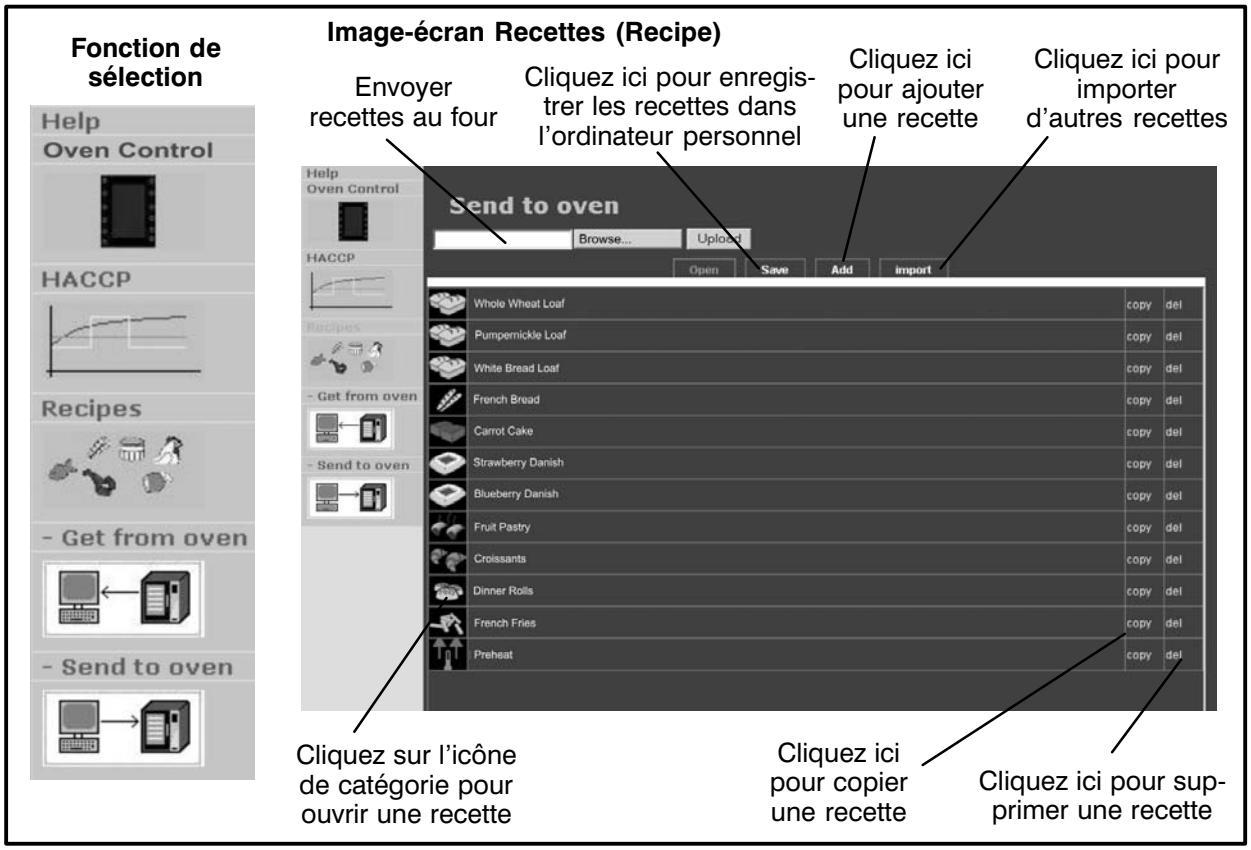

Figure 37
3. Ajoutez de nouvelles recettes et(ou) modifiez ou supprimez des recettes existantes dans la bibliothèque reposant maintenant dans l'ordinateur personnel. Voir Figure 37.